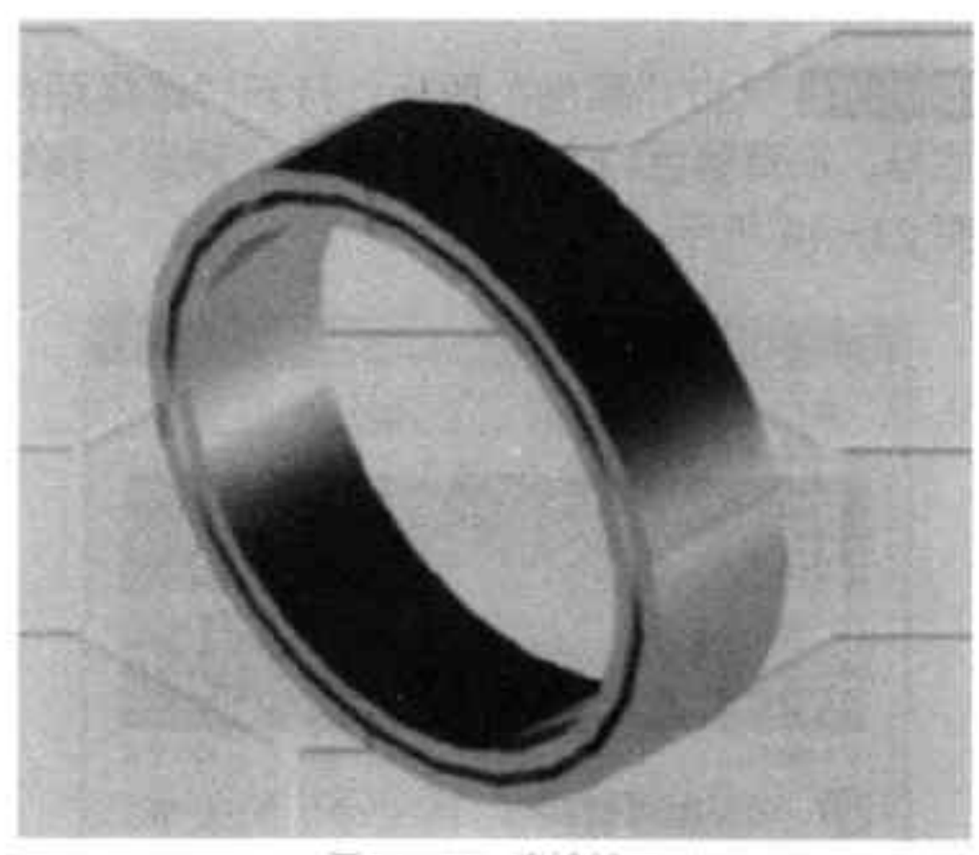

图21-41 滚轮轴承
Step 04 执行“渲染面域”命令，框选轴承视图，渲染出图，如图 21-41 所示。至此，滚轮轴承绘制完成。